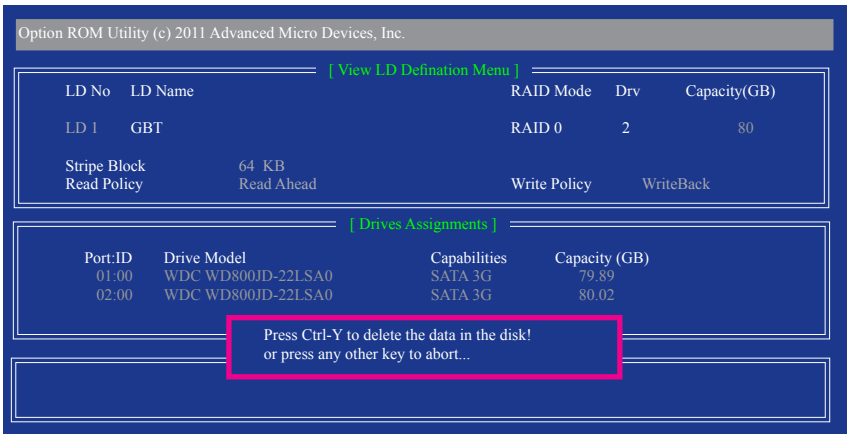

図 10
2. **View LD Definition Menu** が表示され（図 10 を参照）、このアレイに割り当てられたドライブを示します。中断するアレイまたは保管キーを削除する場合、<Ctrl>+<Y> を押します。